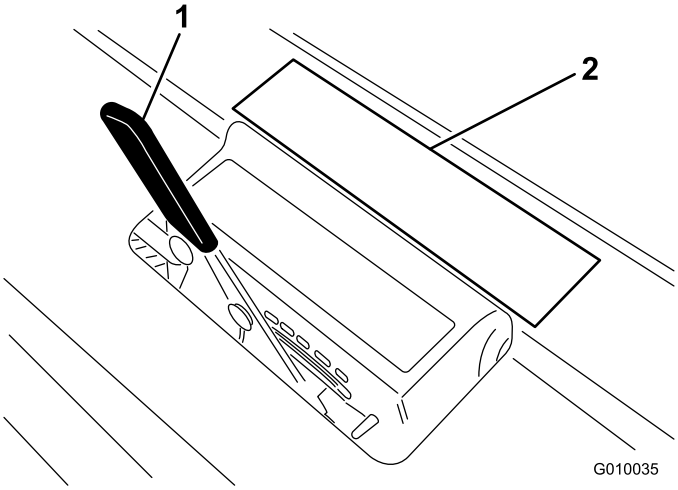

**Figuur 27**
2. Leg de tand op de sticker voor de werkdiepte (Figuur 27) met een uiteinde tegen de streep voor de gewenste werkdiepte (zie het tandensjabloon op de sticker).